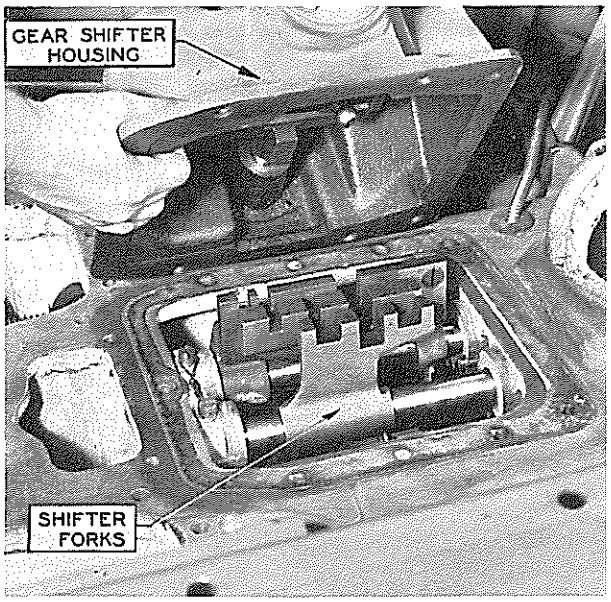

FIG. 8
3. Remove 7 capscrews from gear shifter housing and lift off. Fig. 8.
5. Remove two top shifter shafts by taking out lock wire and removing 2 capscrews in rear end of shafts. Fig. 8.